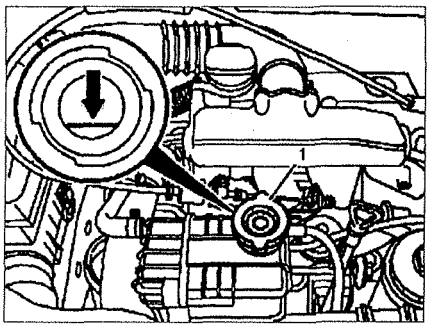

Рис. 1.12. Открутите и снимите крышку радиатора (1).
1. Открутите и снимите крышку радиатора **1** (см.рис.1.12).
2. Проверьте уровень охлаждающей жидкости и долейте ее при необходимости, если температура жидкости не превышает 50° С. Уровень охлаждающей жидкости определяется по меткам на заливной горловине радиатора **(стрелка)** (см. рис.1.12). Перед доливанием жидкости проверьте ее антикоррозионную способность. Для этого слейте некоторое количество жидкости через сливной кран радиатора.
7. Открутите и снимите крышку радиатора **1** (см.рис.1.12).